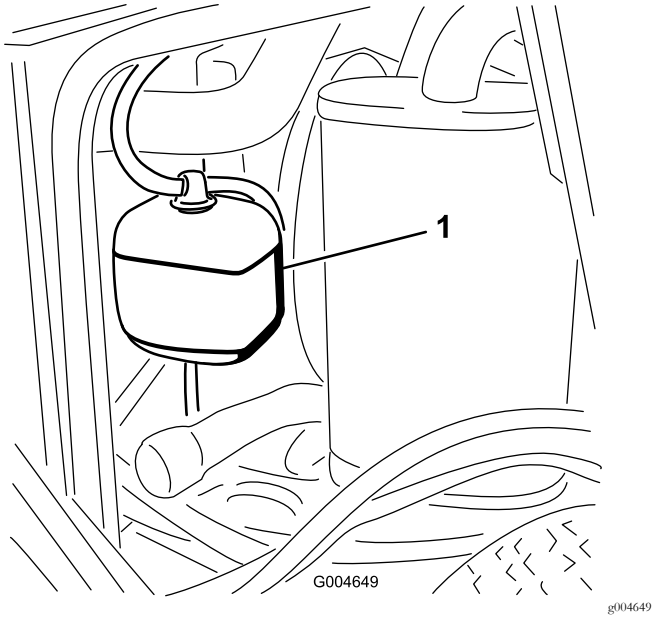

Figur 47
1. Kontrollera kylvätskenivån i expansionstanken (Figur 47).